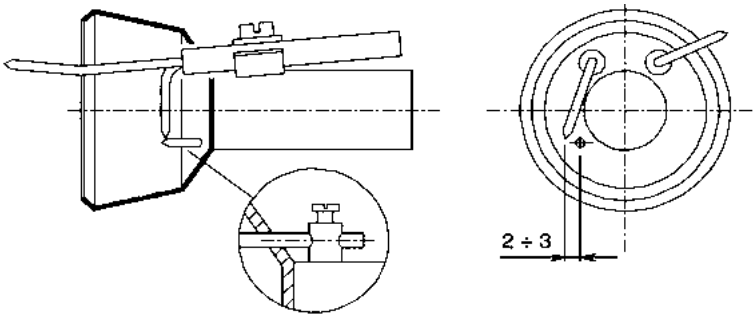
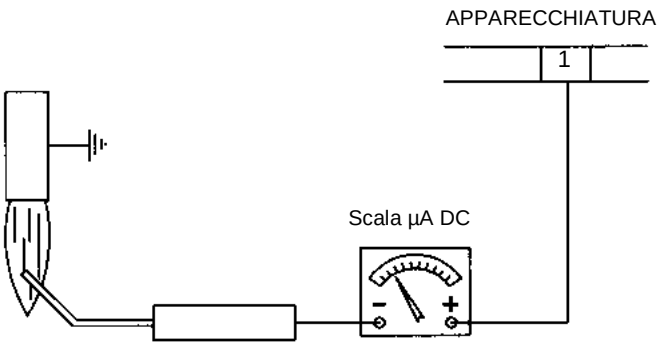

Fig. 19
Fig. 20
- Esame elettrodo di accensione, pulizia, eventuale registrazione e, se necessario, sostituzione (Fig. 19);
- Esame elettrodo di rivelazione, pulizia, eventuale registrazione e, se necessario sostituzione (Fig. 19). In caso di dubbio verificare il circuito di rivelazione, dopo aver rimesso in funzione il bruciatore, seguendo lo schema in Fig. 20.
Al fine di garantire una buona accensione è necessario che siano rispettate le misure indicate in Fig. 19.
Per misurare il segnale di rivelazione seguire lo schema in Fig. 20.